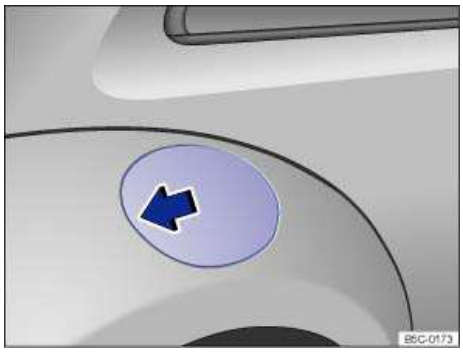

Fig. 141 Right rear side of the vehicle: Opening the fuel filler flap.
- Press on the back part of the fuel filler flap and fold open ⇒ fig. 141 (arrow).